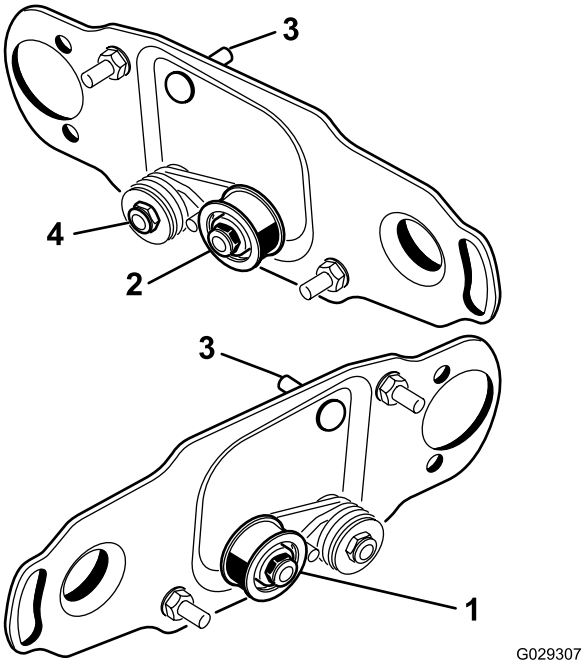

Figuur 3
Draai op de maaidekken linksvoor en linksachter de spanpoelie om zodat deze op het **rechter uiteinde** van het maaidek is gemonteerd (Figuur 3). Doe dit als volgt:
1. Verwijder de spanpoelie van het linkeruiteinde van het maaidek en monteer deze in de onderste opening in de borstelplaat op het rechteruiteinde van het maaidek (Figuur 3).
2. Verwijder de slotbout en -moer en plaats deze in de bovenste opening, waar eerst de spanpoelie was bevestigd (Figuur 3).